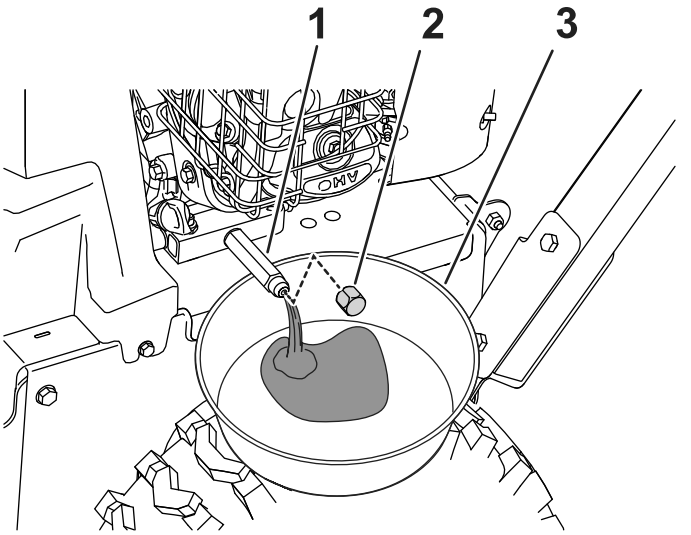

**Figure 29**
1. Placez un bac de vidange sous le raccord de vidange et enlevez le bouchon de vidange d'huile (Figure 29).